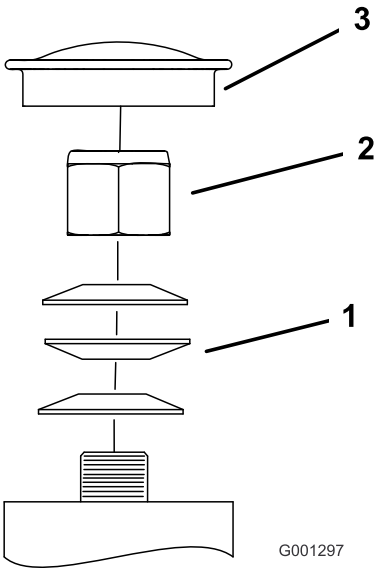

Figur 63
3. Fjern støvhetten fra styringen og trekk til låsemutteren (Figur 63).
4. Trekk til låsemutteren inntil fjærskivene er flate og gå deretter tilbake 1/4 omdreining for å stille forhåndsbelastningen på lagrene korrekt (Figur 63).
Viktig: Påse at fjærskivene er montert korrekt slik det vises i Figur 63.
5. Sett på støvhetten (Figur 63).